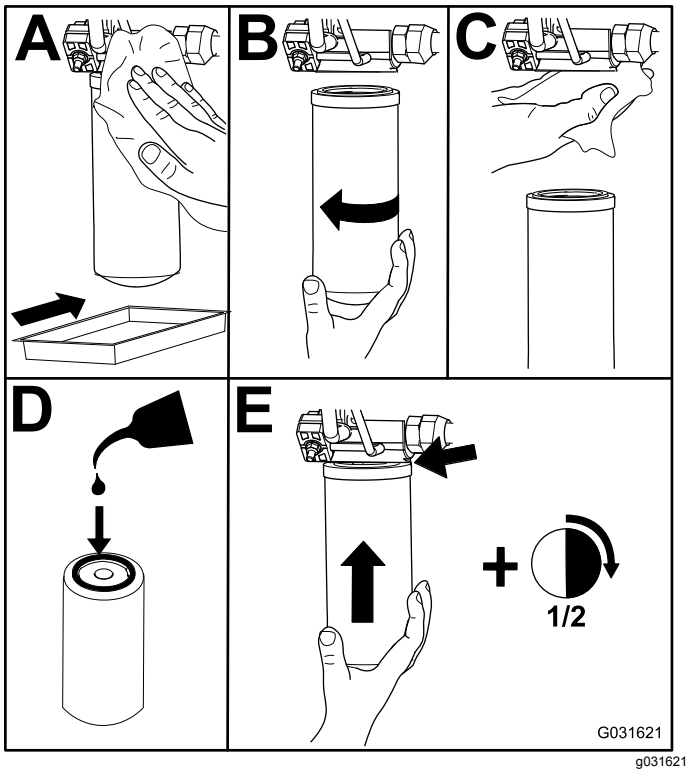

Figuur 79
2. Vervang de hydraulische filters (Figuur 79).